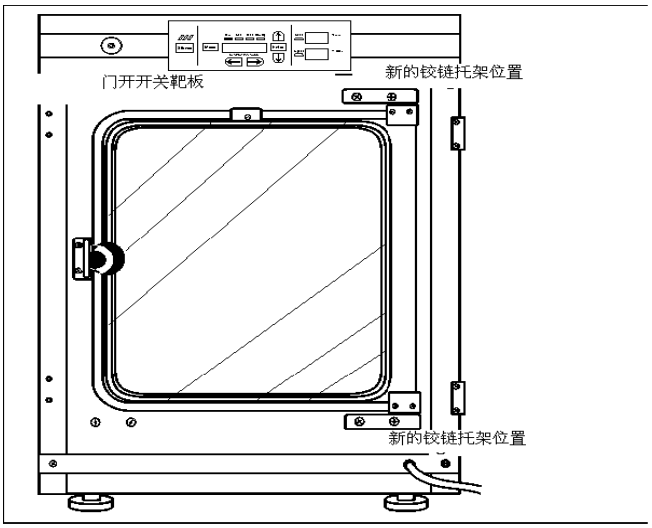

图 5-6. 反向部件
18. 安装门开开关靶板。见图 5-6 和 5-7。必须将该板精确地放置在从培养室外沿到靶板主沿 12.5 英寸的位置。不要拧得过紧。